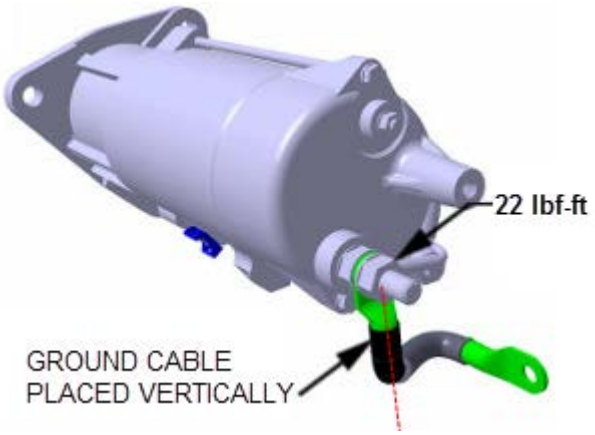

**FIGURE 9**
5. Connect the ground cable (circuit 0C) to the ground terminal first. Make sure the ground cable extends vertically downward from the terminal as shown on **FIGURE 9**.